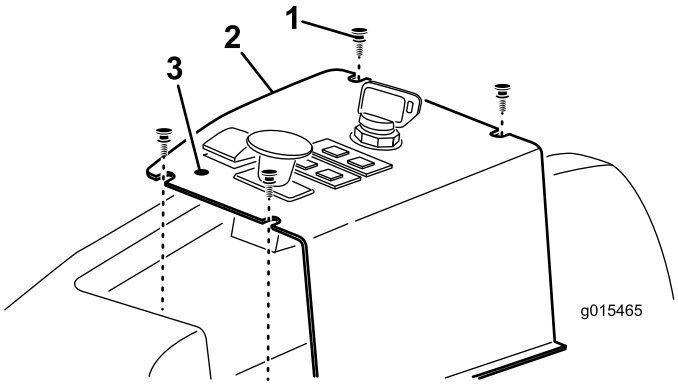

Figur 12
1. Leta upp och punktera försiktigt kontrollpanelens dekal framför LYFTBRYTAREN så att du kommer åt monteringshålet för LÅSSPAKEN (Figur 12).
2. Ta bort de fyra skruvarna som håller fast kontrollpanelen på maskinen (Figur 12).